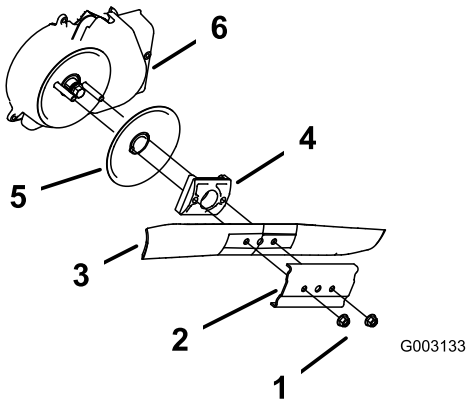

Figuur 29
3. Verwijder de 2 mesmoeren en de versteviger (Figuur 29).
4. Verwijder het mes (Figuur 29).
5. Verwijder de mesaandrijving en de antiscalpeerschijf (Figuur 29).
6. Verwijder het scherm van de mesremkoppeling (Figuur 29).
10. Plaats het mes en de versteviger terug met de 2 mesmoeren die u eerder verwijderd hebt (Figuur 29).